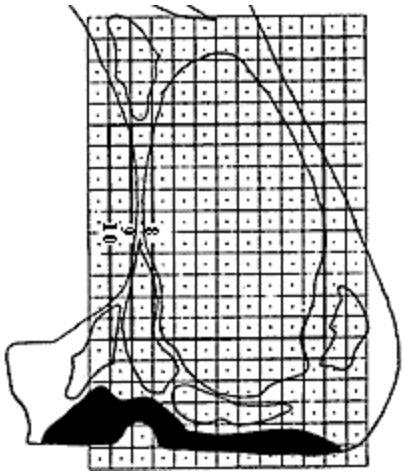

Figure 5. Measurement of rib eye area by grid method
3. **Rib Eye Area.** The longissimus muscle is measured at the 12th rib by using a grid expressed in square inches (*Figure 5*), or a compensating polar planimeter, which measures a rib eye tracing. Rib eye area is an indicator of carcass muscling; as rib eye area increases, retail cut yield increases.